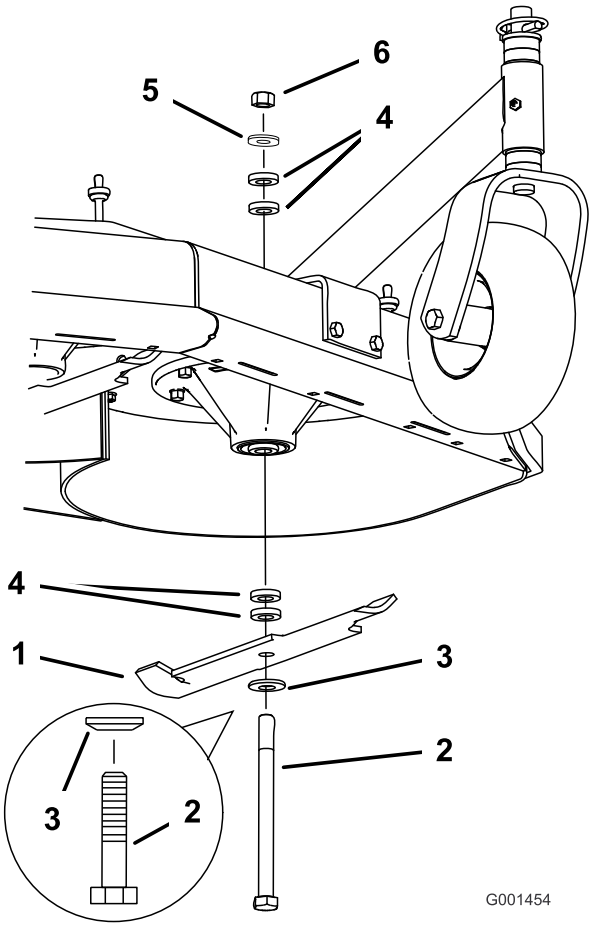

Figuur 56
2. Verwijder de moer, de mesbout, de klemring, het mes en de dunne ring van de spilas (Figuur 56).
1. Monteer de bout, de klemring en het mes. Selecteer het juiste aantal afstandsstukken voor de maaihoogte en schuif de bout in de spilas (Figuur 56).
2. Plaats de resterende afstandsstukken en bevestig deze met een dunne ring en een moer (Figuur 56).